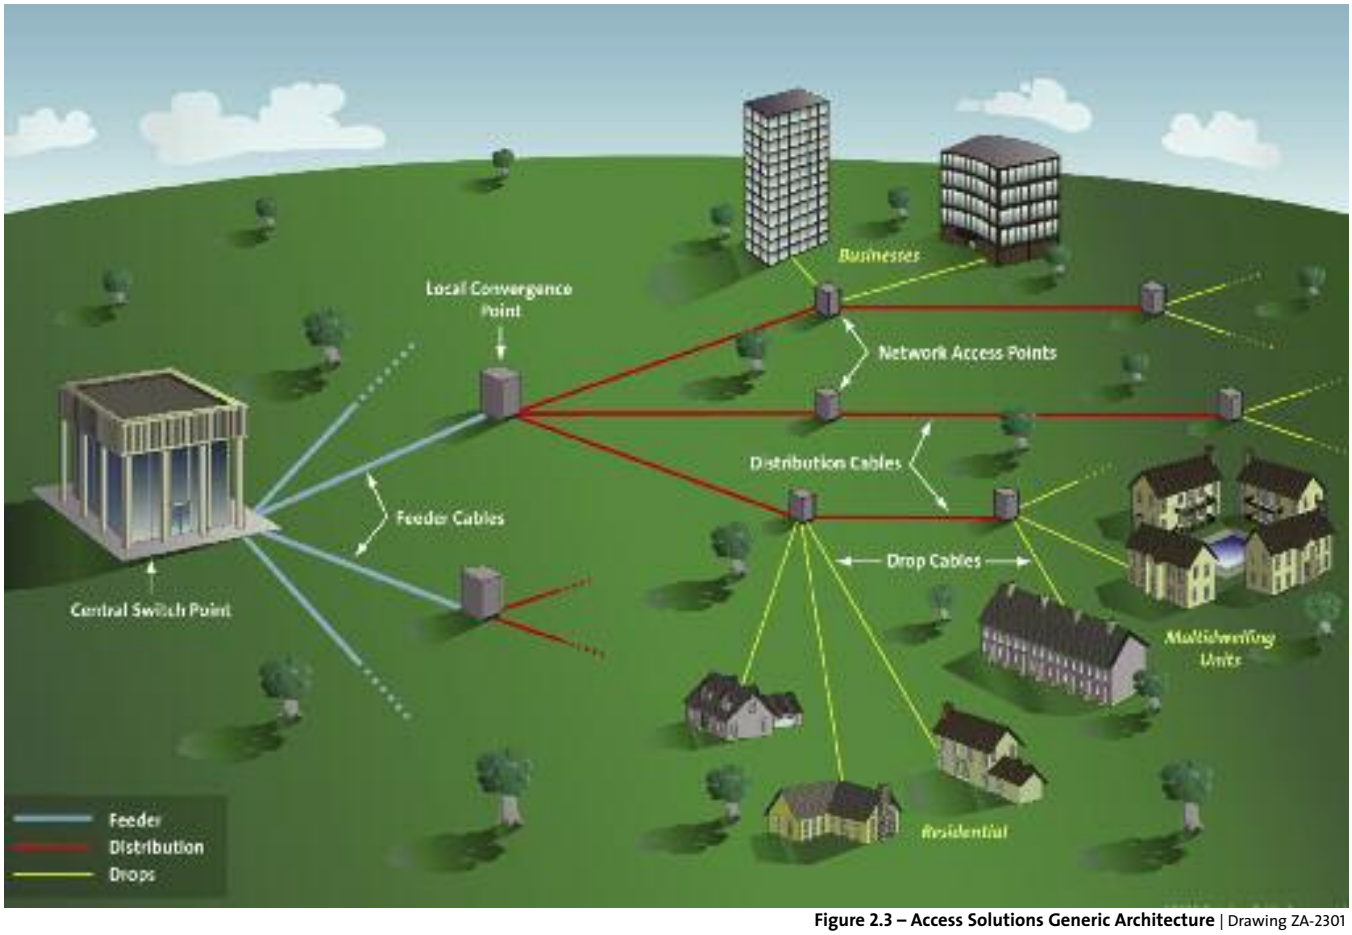

Figure 2.3 – Access Solutions Generic Architecture | Drawing ZA-2301
There are three key architectural models, each having its own advantages. The three architectures are the central switch homerun (CSH), the local convergence homerun (LC) and distributed splitting (DS) (Figure 2.3).